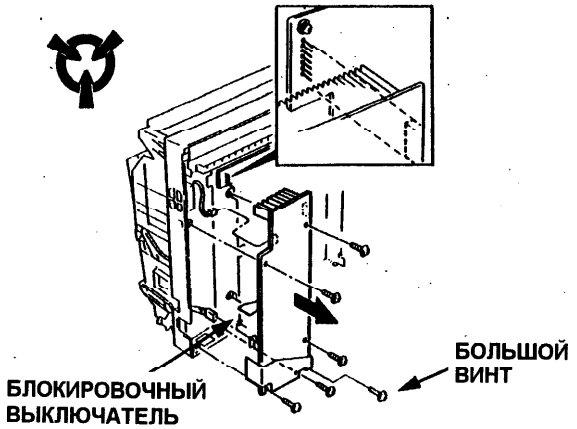

Рис. 3. Низковольтный блок питания
10. Отвинтите шесть винтов, крепящих низковольтный блок питания к раме аппарата (Рис. 3).